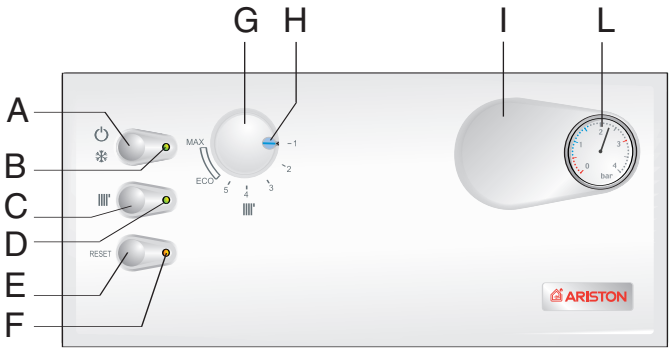

Fig. 4.1
- Supply power to the boiler by pushing the On/Off button **"A"** (see **Fig.4.1**) - the L.E.D. **"B"** will illuminate. Then push the button **"C"** in for central heating - the L.E.D. **"D"** will illuminate. This will start the circulation pump. After 7 seconds, the boiler will signal a shutdown due to ignition failure. Leave the boiler as it is until all of the air has been bled from the system.